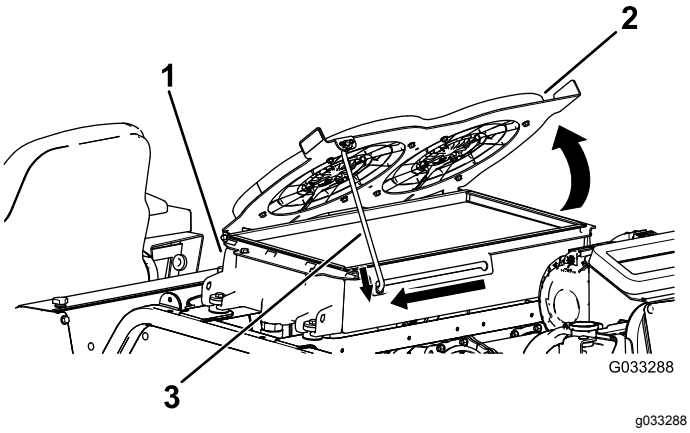

Figur 122
2. Drej hydraulikkøleventilatorerne opad og sæt støttepinden fast i hakket (Figur 122).